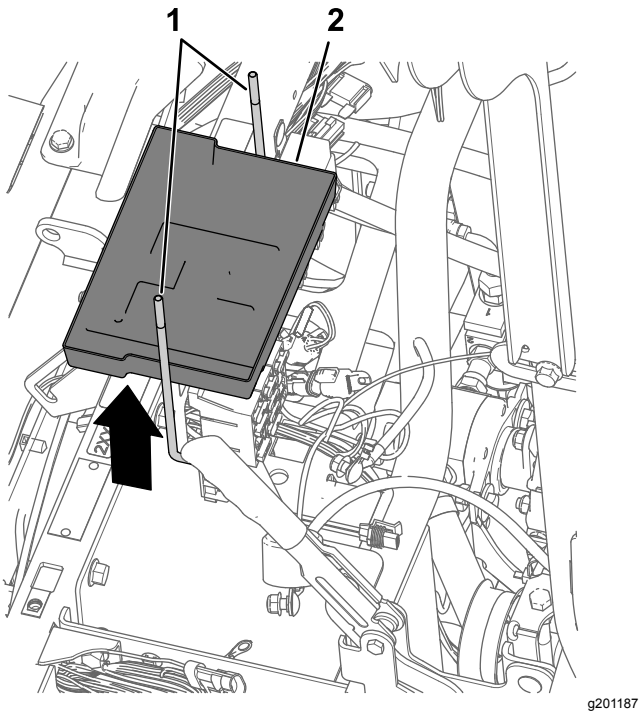

Rysunek 173
5. Odłącz 2 śruby J i tacę akumulatora od wspornika akumulatora (Rysunek 173).